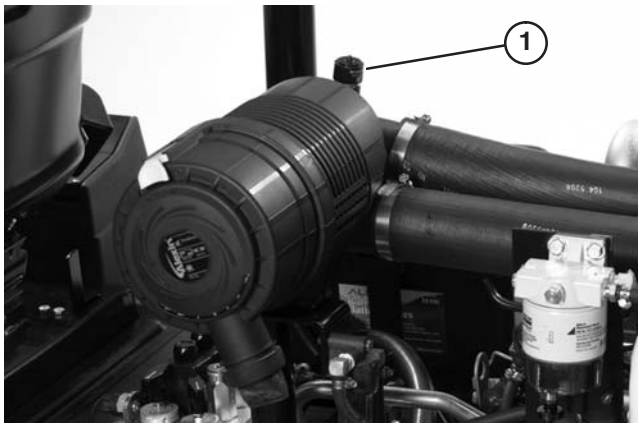

Bild 43
Warten Sie die Luftfilter, wenn die Luftfilteranzeige (Bild 43) Rot anzeigt oder alle 400 Stunden (bei einer sehr staubigen oder schmutzigen Umgebung häufiger). Warten Sie den Luftfilter nicht zu häufig.
8. Stellen Sie die Anzeige (Bild 43) zurück, wenn sie auf Rot steht.